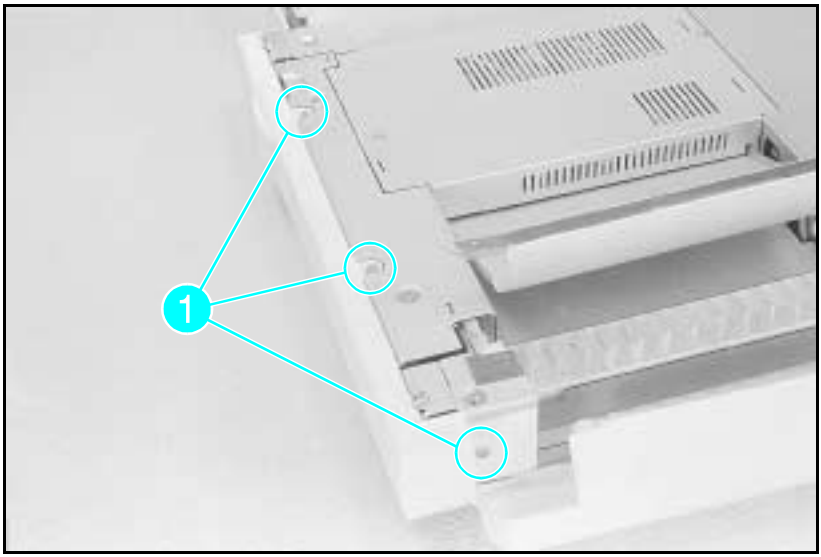

Figure A-7 Side Cover on Gear Side
1 Remove the (2) screws on top and the (1) screw on the front (see Figure A-7, callout 1).